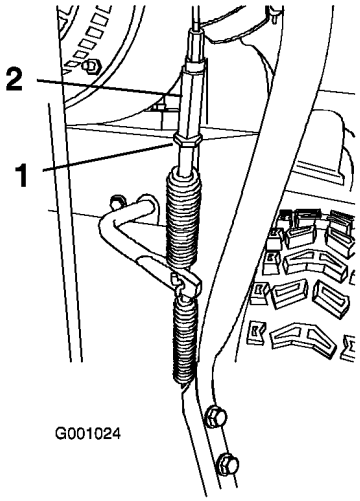

Bild 48
5. Lösen Sie die Klemmmutter (Bild 48).
6. Lösen oder ziehen Sie die Spannschraube an, um die Kabelspannung einzustellen (Bild 48).